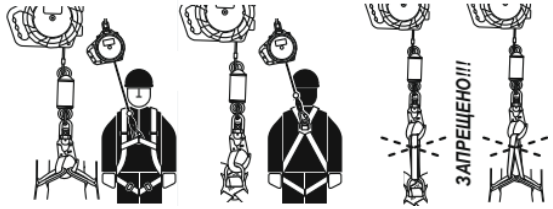

Рис. 5
– Присоединять любые элементы между концевым карабином устройства и точкой крепления на привязи, если иное не разрешено производителем (рис. 5).